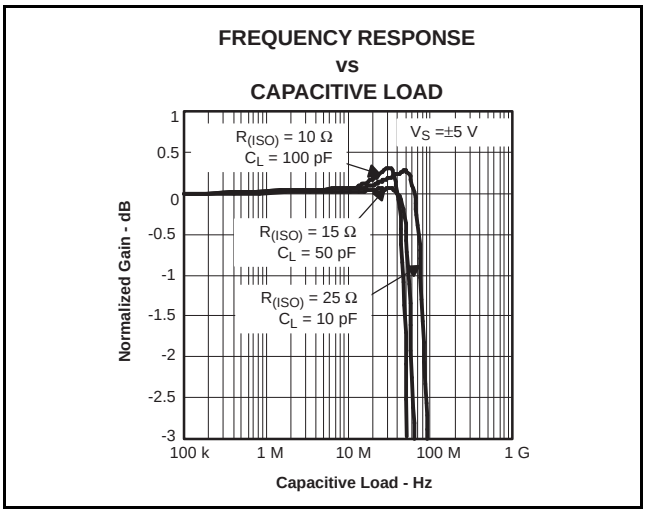

Figure 88. Isolation Resistor Diagram
4. **Connections to other wideband devices on the board may be made with short direct traces or through onboard transmission lines.** For short connections, consider the trace and the input to the next device as a lumped capacitive load. Relatively wide traces (50 mils to 100 mils) should be used, preferably with ground and power planes opened up around them. Estimate the total capacitive load and set R_{ISO} from the plot of recommended R_{ISO} vs capacitive load (See Figure 88). Low parasitic capacitive loads (< 4 pF) may not need an $R_{(ISO)}$, since the THS4211 is nominally compensated to operate with a 2-pF parasitic load. Higher parasitic capacitive loads without an $R_{(ISO)}$ are allowed as the signal gain increases (increasing the unloaded phase margin). If a long trace is required, and the 6-dB signal loss intrinsic to a doubly-terminated transmission line is acceptable, implement a matched impedance transmission line using microstrip or stripline techniques (consult an ECL design handbook for microstrip and stripline layout techniques). A 50-Ω environment is normally not necessary onboard, and in fact a higher impedance environment improves distortion as shown in the distortion versus load plots. With a characteristic board trace impedance defined on the basis of board material and trace dimensions, a matching series resistor into the trace from the output of the THS4211 is used as well as a terminating shunt resistor at the input of the destination device. Remember also that the terminating impedance is the parallel combination of the shunt resistor and the input impedance of the destination device: this total effective impedance should be set to match the trace impedance. If the 6-dB attenuation of a doubly-terminated transmission line is unacceptable, a long trace can be series-terminated at the source end only. Treat the trace as a capacitive load in this case and set the series resistor value as shown in the plot of $R_{(ISO)}$ vs capacitive load (See Figure 88). This setting does not preserve signal integrity or a doubly-terminated line. If the input impedance of the destination device is low, there is some signal attenuation due to the voltage divider formed by the series output into the terminating impedance.